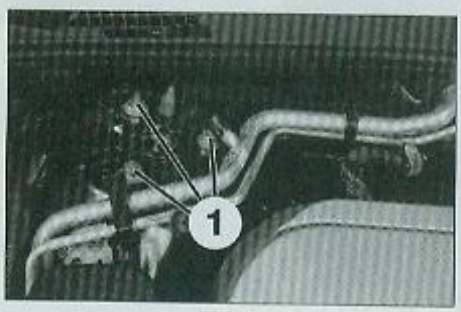

FIG. 4
- les écrous de fixation (1) de l'élément de suspension sur la caisse (Fig.4).